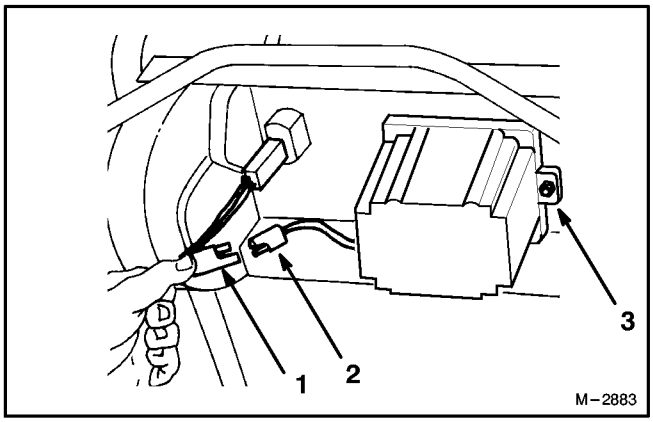

Abbildung 28
1. Den Motor abstellen und die Kabel von der Batterieanschluß (Abb. 28).
2. Bei Bedarf kann die Batterie durch Entfemen der (2) Schloßschrauben, (2) Scheiben und (2) Sicherungsmuttern (Abb. 28) ausgebaut werden.